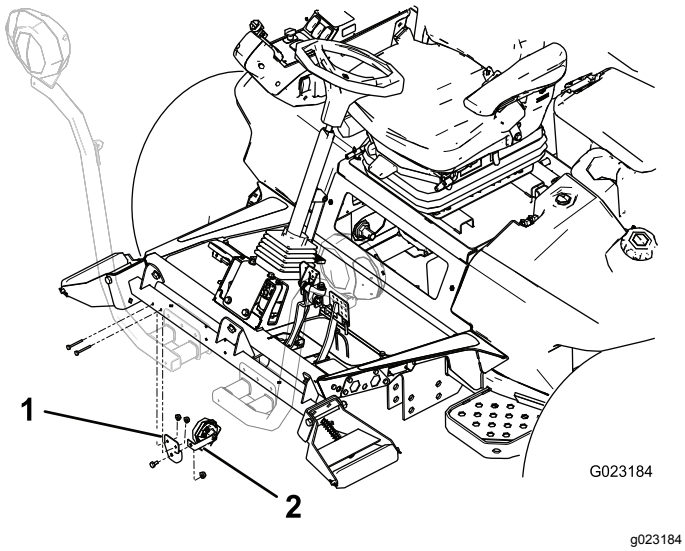

Figura 10
1. Fissate la fascetta dell'avvisatore acustico alla relativa staffa con un bullone (⅜" x ⅝") e un dado flangiato (⅜"), come illustrato nella Figura 10.
2. Montate la staffa dell'avvisatore acustico nella parte posteriore del tubo di supporto del rullo con 2 bulloni (¼" x 2") e dadi (¼"). Ruotate l'avvisatore acustico in modo che sia rivolto verso il basso (Figura 10).